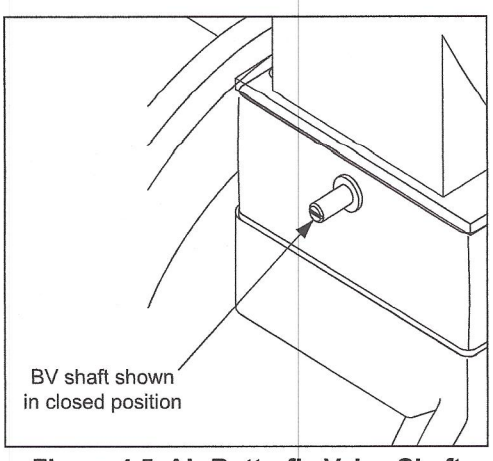

**Figure 4.5. Air Butterfly Valve Shaft**
b. There is a slot in the end of the butterfly valve shaft that is parallel to the air damper. This slot is used for visual indication of the butterfly valve position. The butterfly valve is closed when the shaft slot is perpendicular to the direction of air flow through the butterfly valve. See Figure 4.5.